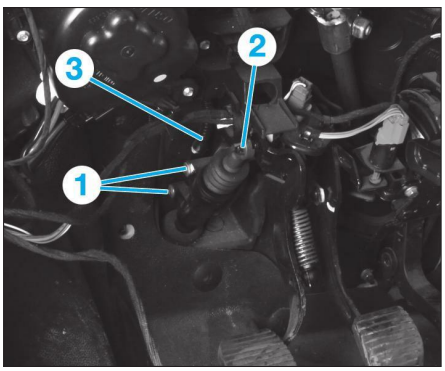

**Fig. 8**
• Déposer les vis (1) **(Fig.8)**.
• Dégrafer et dégager la rotule (2) de la pédale d'embrayage.
• Désaccoupler le raccord d'alimentation (3).